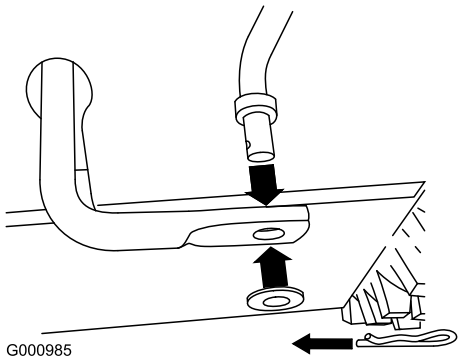

Figur 5
1. Fjern låseclipsen og skiven fra den nederste ende af hastighedskontrolstangen, og sæt den nederste ende af stangen ind i den nederste forbindelsesarm, således at hastighedskontrolstangens buede ende vender bagud (Figur 5).